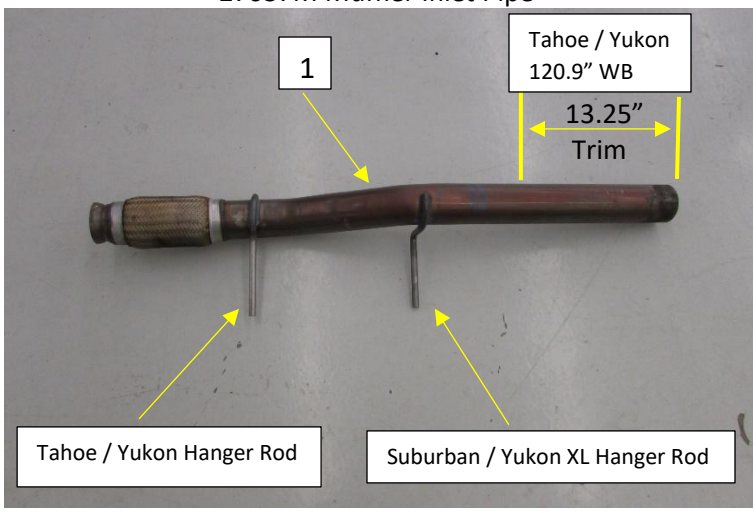

Figure.3
- Muffler Inlet Pipe **(1)** – Trim 13.25" from end of 3" pipe. **Fig.3**